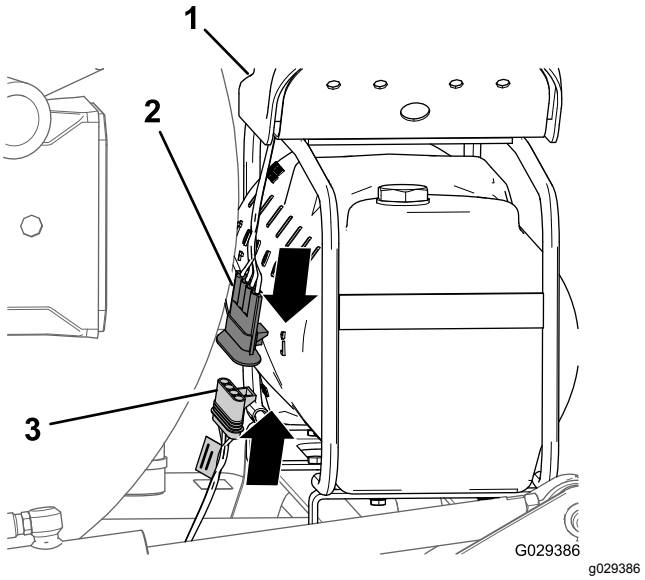

Figur 200
1. Rikta in kontakten med fyra uttag på finputsningssatsens kablage i änden av kablagedelen på 236 cm mot kontakten med fyra stift på kompressorns kablage (Figur 200).
2. Sätt i kontakten med fyra stift i kontakten med fyra uttag (Figur 200).